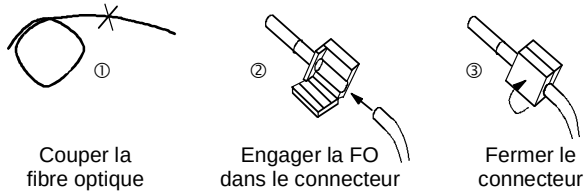

Fig. 4-4 Raccordement d'une fibre optique
1. Coupez la longueur nécessaire de fibre optique ; effectuez une coupe à angle droit en utilisant un couteau bien **acéré** (Fig. 4-4 ①).
3. Introduisez la fibre optique dans le connecteur (Fig. 4-4 ②) et repoussez-la à fond dans la douille cylindrique. La fibre transparente doit alors dépasser à l'avant de la douille.
4. Rabattre le demi-boîtier de préhension et fermer le connecteur à la main (Fig. 4-4 ③). Lorsque les deux demi-boîtiers sont enclipsés, la fibre est immobilisée dans le connecteur.